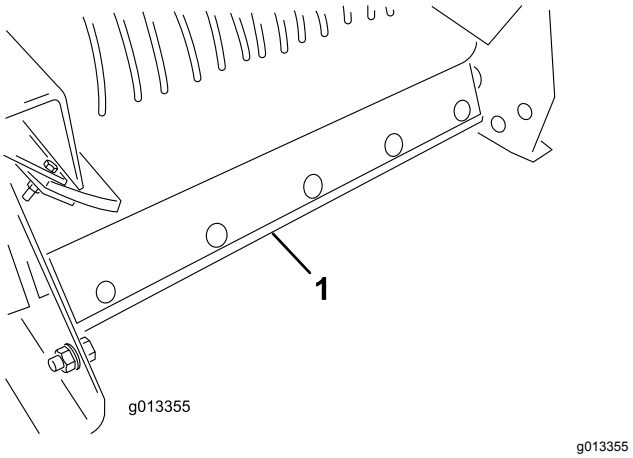

Figur 56
5. Fjern transportbåndets skraber fra bagenden af maskinen (Figur 56).